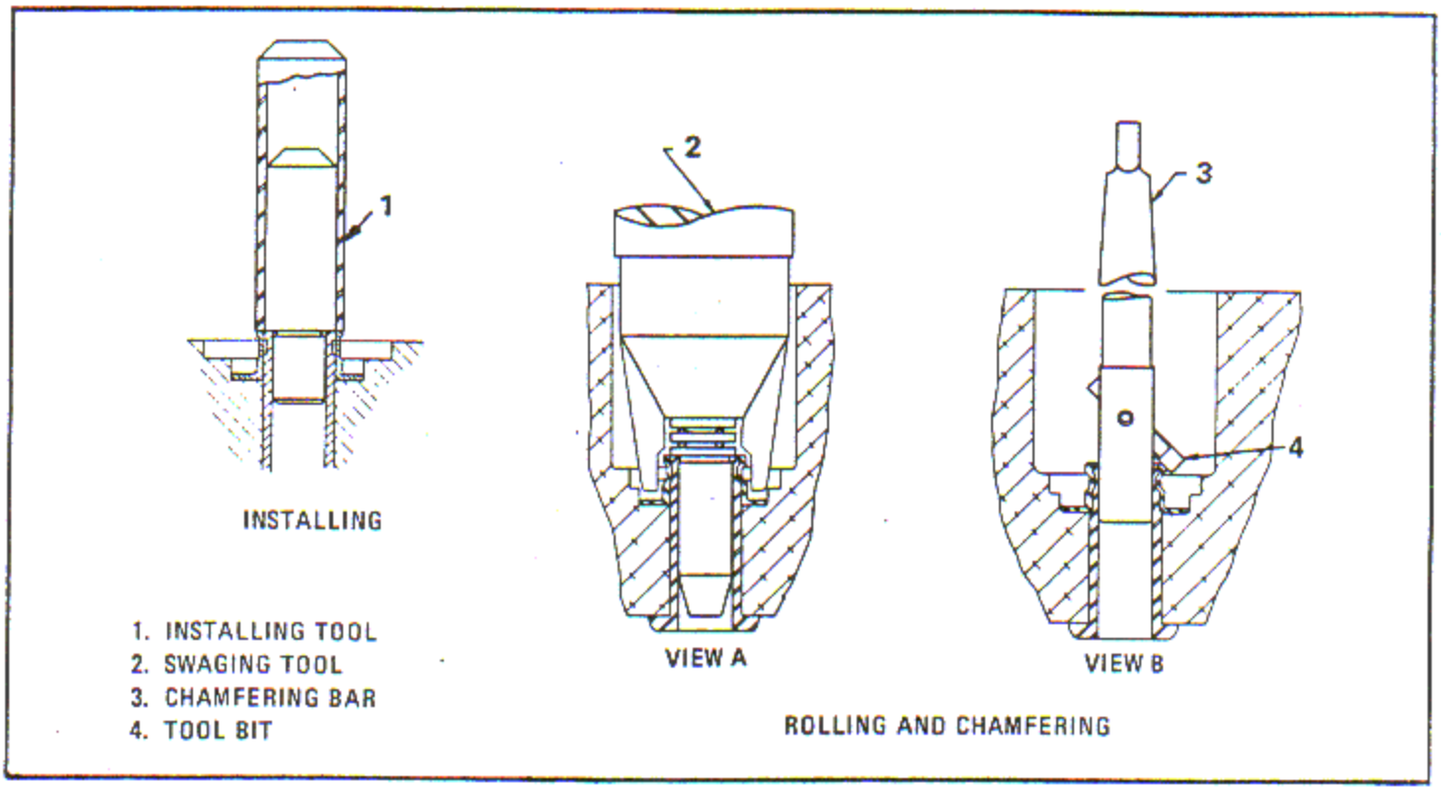

Figure 6-150. Installing, Rolling and Chamfering Exhaust Guide Retainer Sleeve
b. Install the retainer sleeve over the valve guide as shown, using installing tool (1, figure 6-150). Hold the retainer sleeve down firmly against the lower valve spring seat until a pinch fit is obtained.
b. Install the retainer sleeve over the valve guide as shown in figure 6-150 using a suitable installing tool. Hold the retainer sleeve down firmly against the lower valve spring seat until a pinch fit is obtained.
c. Install swaging tool (2, figure 6-150) in the drill press spindle. Set the swaging tool using the master set sleeve, detail 24 of the swaging tool. Position the stop and lock it. Align the swaging tool pilot in the ID of the valve guide and secure the fixture to the drill press table.
d. Roll the retainer sleeve into the groove of the valve guide using a spindle speed of 150 rpm, a light hand feed and a liberal flow of engine oil for lubricating the rollers and pilot. See figure 6-150, view A. Do not disturb the cylinder set-up.
f. Install chamfering bar (3) with tool bit (4) in a drill press spindle. Machine a 0.020 - 0.040 x 43 - 47 degree chamfer at the sleeve end. See view B, figure 6-150.